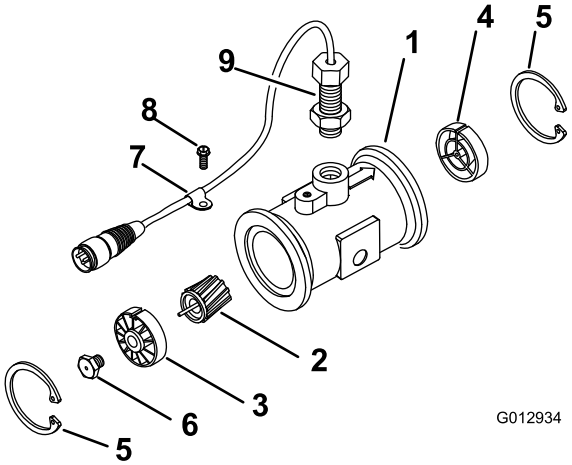

Figur 42
3. Fjern låseringen fra opstrømssiden (Figur 42).